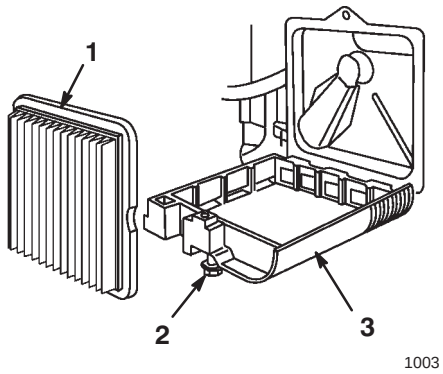

Abbildung 20
3. Die Schraube lösen, mit der die Luftfilterabdeckung am Motor befestigt ist (Abb. 20).
4. Die Luftfilterabdeckung nach unten kippen und gründlich reinigen (Abb. 20).
5. Den Papierfilter des Luftfilters (Abb. 20) entfernen und wegwerfen.